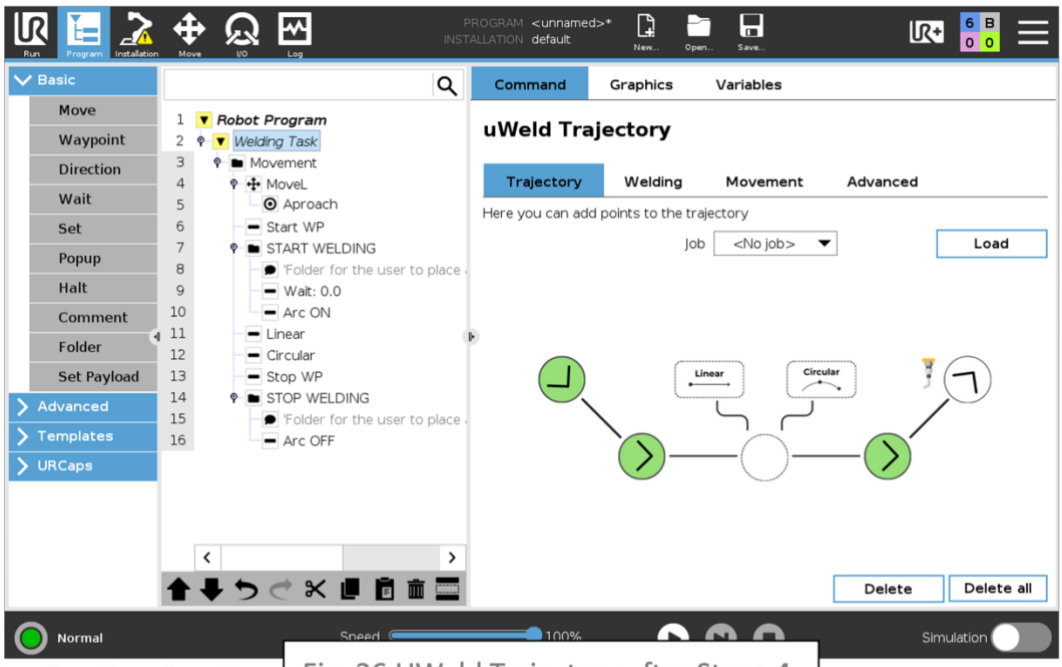

Fig. 36 UWeld Trajectory after Stage 4
I. Keep the polyscope on the screen shown in figure 36.